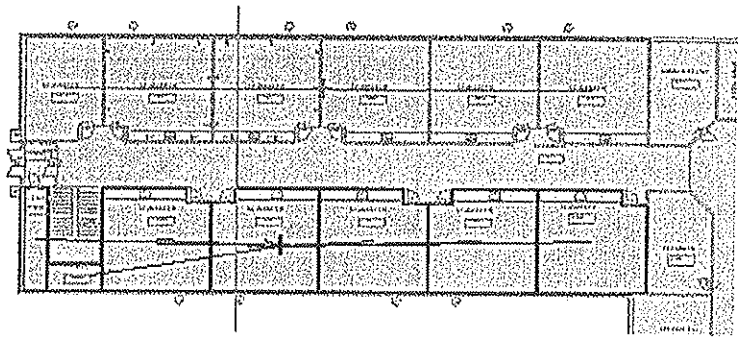

Figure 6–77
12. Continue adding zones as listed below and shown in Figure 6–78. This figure uses different shades for clarity.